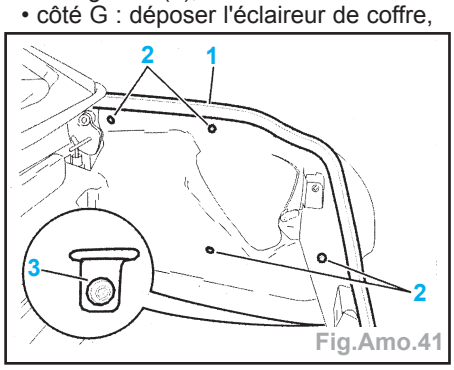

Fig.Amo.41
- Déposer les garnitures latérales D et G de coffre en (Fig.Amo.41) :
- déchaussant partiellement le joint (1),
- les agrafes (2),